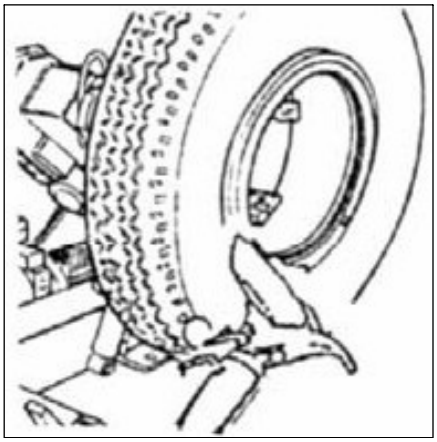

Fig. 25
5) Colocar o anel aberto no aro e montar o anel aberto com o disco circular, como mostra a ***Fig. 25***.